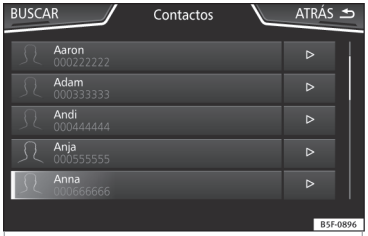

Fig. 189 Menú Contactos.
- Pulse el botón de función Buscar ››› **fig. 189** para abrir la máscara de búsqueda.
- Pulse el botón de función ▷ ››› **fig. 189** situado junto a la entrada en la lista de contactos.